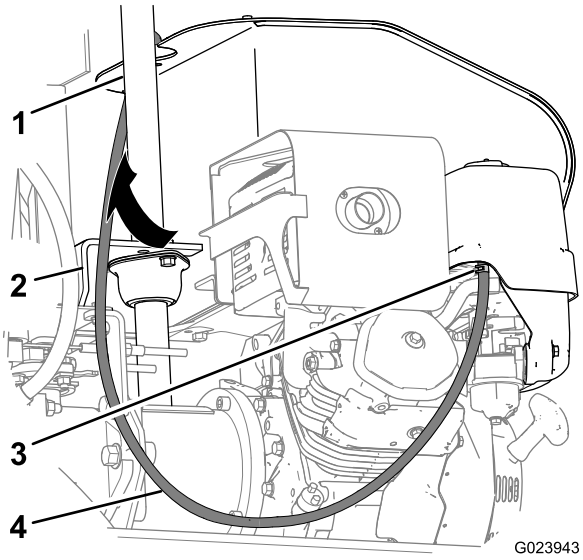

Figure 15
1. Branchez le flexible d'évent, pris dans le kit d'entretien, sur le raccord dans le coin inférieur avant du boîtier du filtre à air (Figure 15).
2. Fixez le flexible avec un collier pris dans le kit (Figure 15).
3. Faites passer le flexible d'évent à l'avant de la colonne du guidon, au-dessus du support d'appui et le long du côté droit de la colonne, comme montré à la Figure 15.